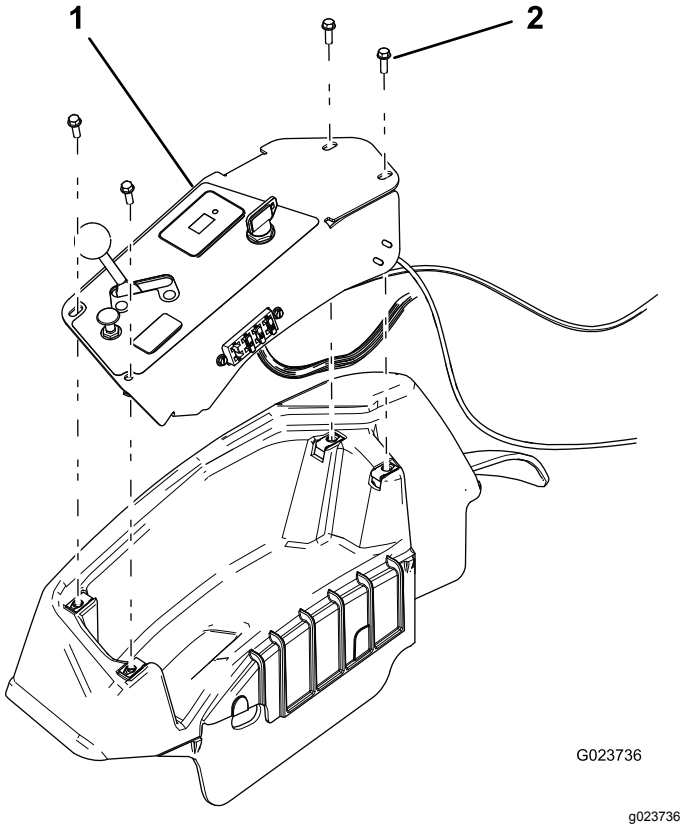

Figuur 32
2. Verwijder het schakelbord (Figuur 32).